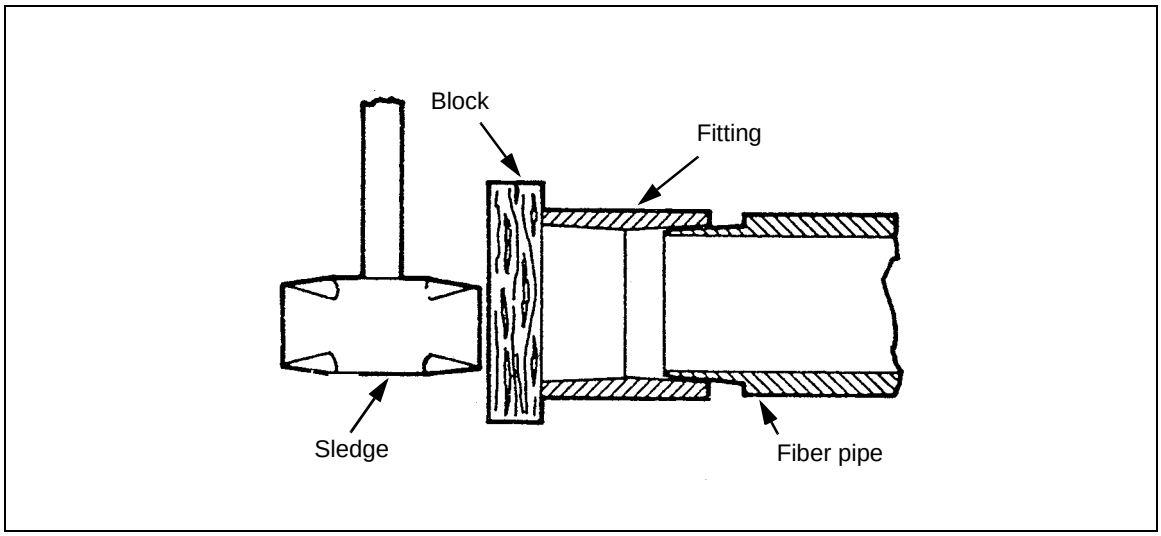

Figure 6-50. Joining Fiber Pipe
6-99. Join fiber pipe and fittings with a friction joint *(Figure 6-50)*, as follows:
Step 4. Tap the block lightly with a sledge *(Figure 6-50)* to drive the pipe and fitting together until the fitting butts against the taper shoulder. The driving produces enough heat to fuse a watertight joint of the pipe and fitting.